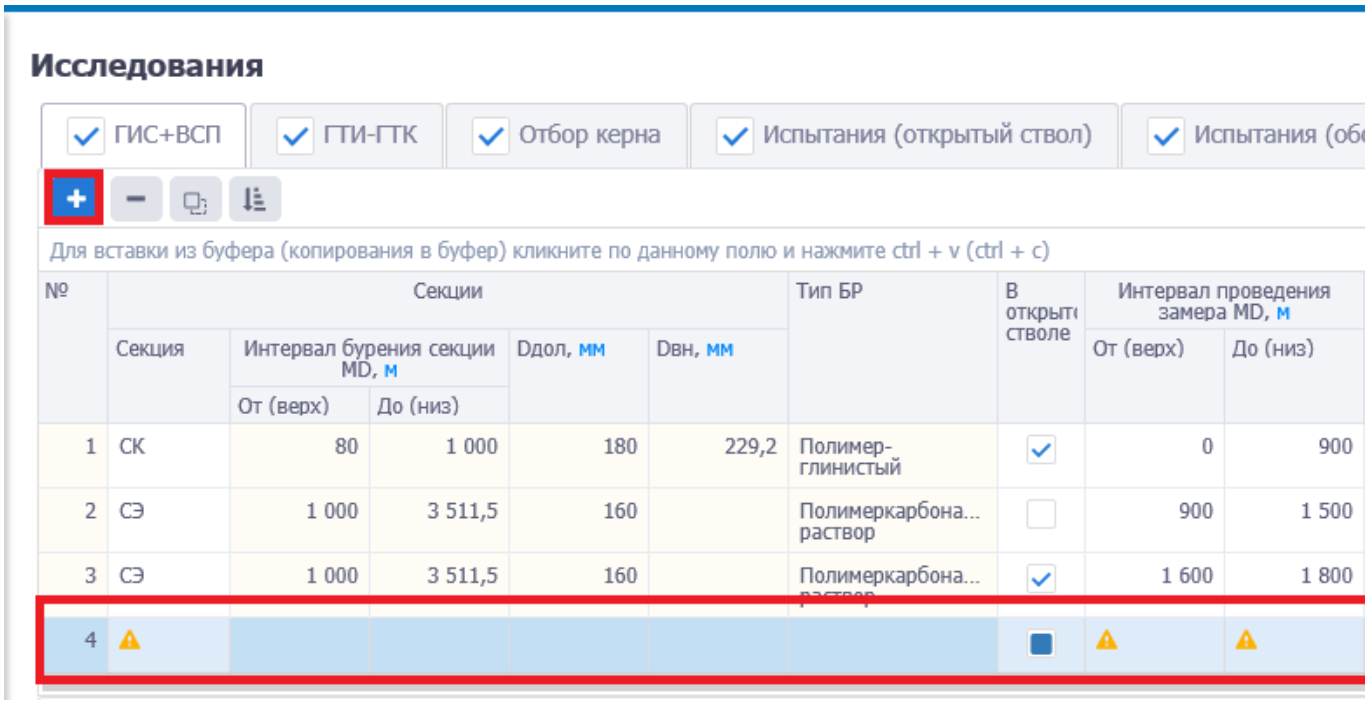

Рис. 3.145
-добавить. При нажатии на кнопку добавляется новая строка в таблицу (рис. 3.145).